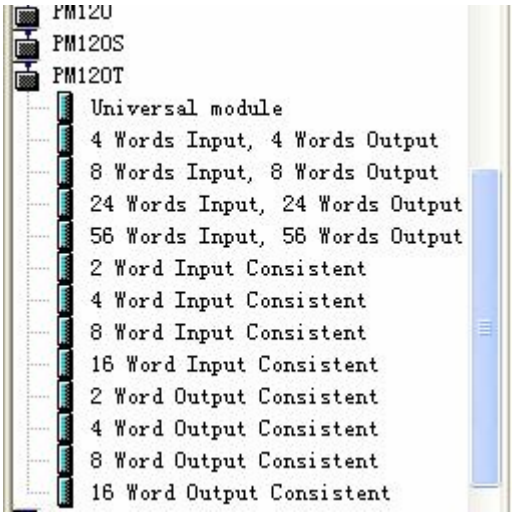

图 6
6. 您可以在这里找到您注册的设备，右侧窗口/Profibus DP/Additional Field Devices/Converter/PM-120T/，如图 6 所示